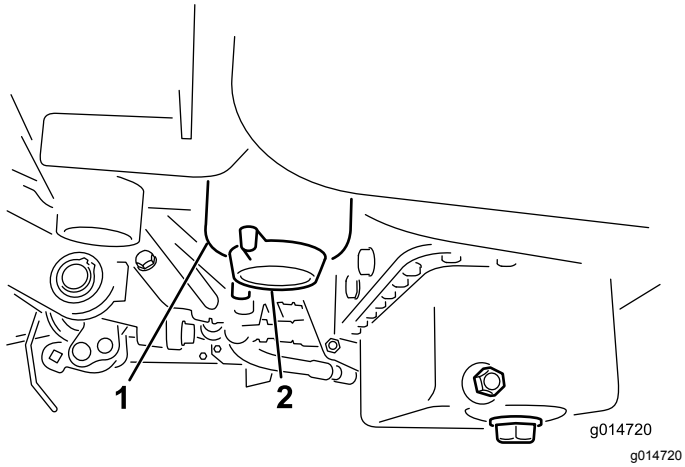

Figur 46
2. Rengör området där filterskålen ska monteras (Figur 46).
4. Öppna filtrets avtappningsplugg (Figur 46).